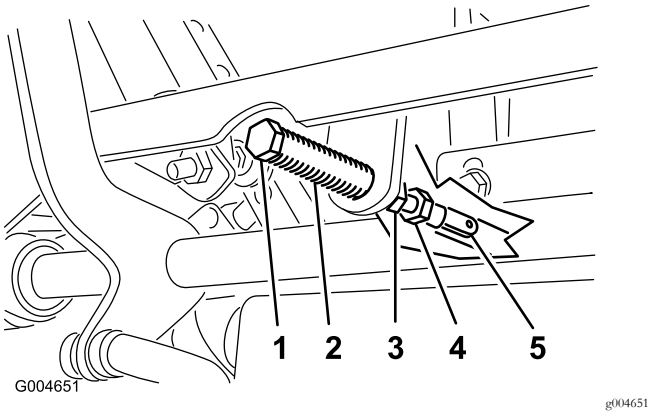

Figur 54
5. Trekk spaken tilbake inntil ringstiften (på armen over svingakselen) er i kontakt med endene på sporet (begynner så vidt å legge press på fjæren) som vist i Figur 54.
7. Hvis det er nødvendig med justering, må du løsne på mutteren og låsemutteren mot stangen (Figur 54).
8. Legg på lett trykk bakover på bevegelseskontrollspakene, vri hodet på justeringsbolten i korrekt retning inntil kontrollspaken er sentrert i den NØYTRALE LÅSESTILLINGEN (Figur 54).
9. Stram mutteren og låsemutteren (Figur 54).
10. Stram til låsemutrene ved kuleleddene (Figur 54).